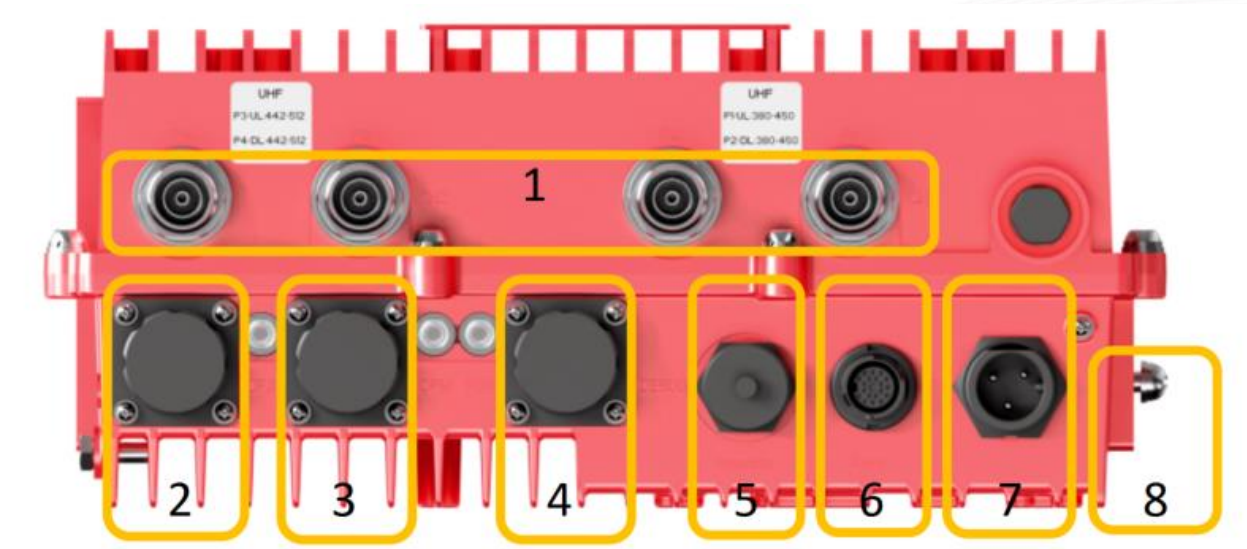

Figure 3. MP-PS-A Optical Port
2. Change the TCP/IP properties (see Figure 3):